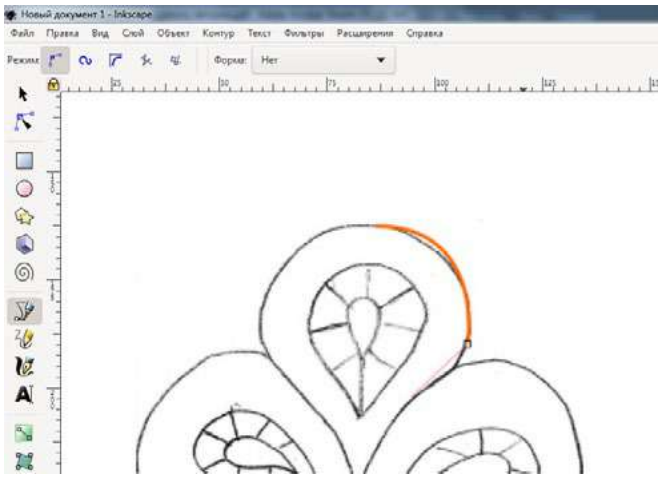

Рис. 2
2.5.2. Установить свойства инструмента рисования. Без заливки, цвет контура яркий (например, RGB 0;250;0), толщина контура 3—7 пт в зависимости от эскиза (рис. 2).